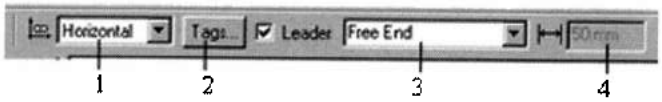

Рис. 33.2. *Строка параметров при настройке марки*
2. В строке параметров (рис. 33.2) выполнить следующую настройку марки: